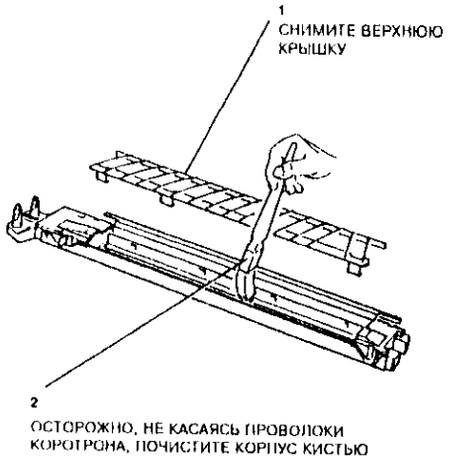

Рисунок 8. Очистка коротрона
23. (Рисунок 8) Осторожно почистите корпус мягкой кистью, а все три проволоки прилагаемым инструментом. Не пользуйтесь никакими моющими жидкостями.